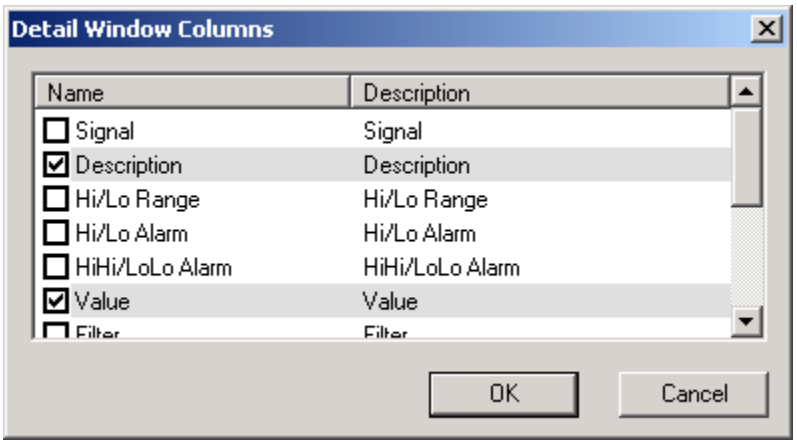

Figure L11.9 - Configuring the Details Window Columns
3. Click on the "Columns" button to open the **Detail Window Columns** dialog, as depicted in Figure L11.9.